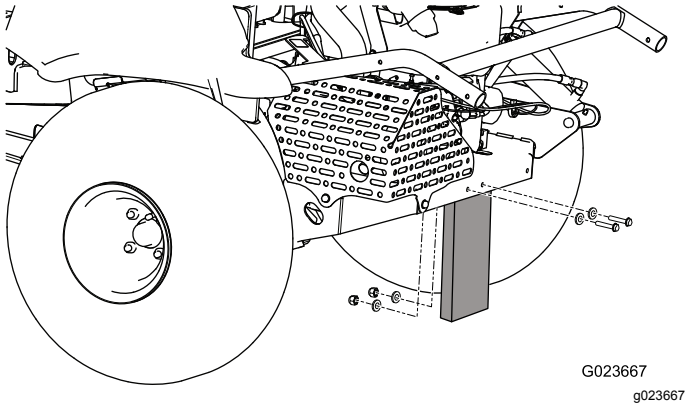

Figuur 3
2. Verwijder de moeren, bouten en ringen waarmee de verzendingsplaat aan de achterkant van de machine is bevestigd (Figuur 3).